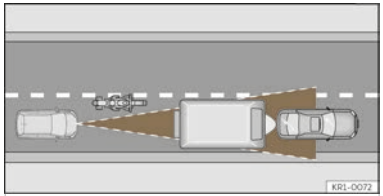

Fig. 137 Motorcyclist ahead out of range of the radar sensor.
- Vehicles that are not aligned while driving or that are outside the sensor's detection area, such as motorcycles ››› **Fig. 137**.